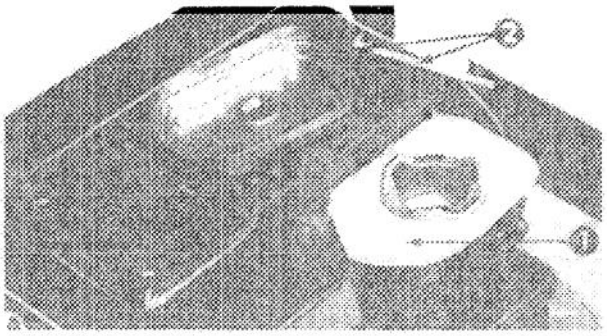

Figure 20
3. Look at top of air cleaner element (Fig. 20). If it is dirty, the element must be removed from air cleaner body (Fig. 20), and cleaned.
D. Place element and spacer into air cleaner body (Fig. 20). Assure narrow edge of spacer is parallel with side of air cleaner body.
4. Install cover on air cleaner body and assure cover and element form a seal. Mount air cleaner assembly on top of carburetor with long screw (Fig. 20).